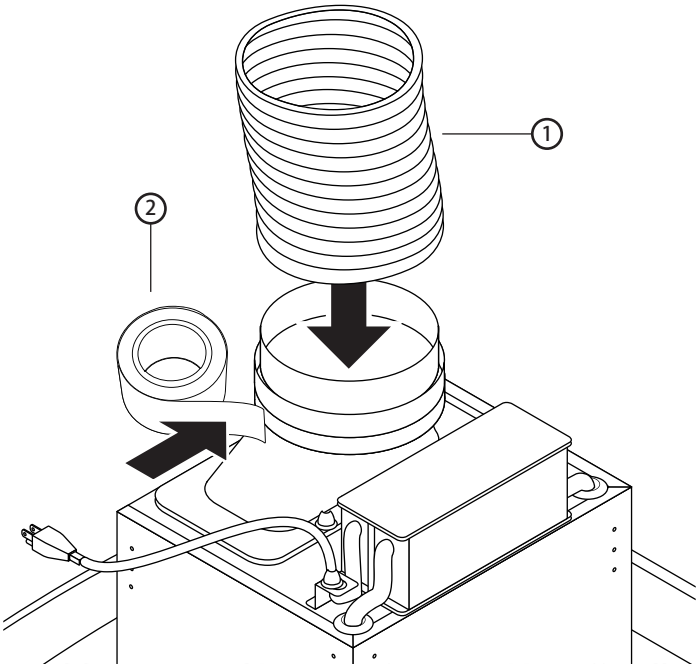

figure 3
7. Connectez le conduit flexible en aluminium à la sortie d'échappement située sur le dessus de la hotte et scellez-le avec du ruban adhésif en aluminium, comme illustré à la figure 3.